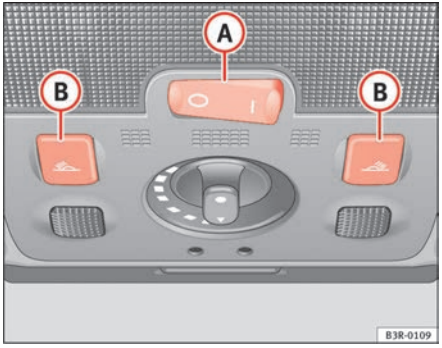

Fig. 94 Details of headliner: front interior lights
The rocker switch (A) ⇒ fig. 94 for the front interior light has the following functions: ▶